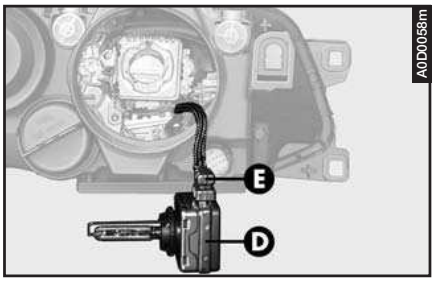

fig. 28
– Remove the bulb (**D- fig. 28**) and disconnect the snap-fitted connector (**E**).